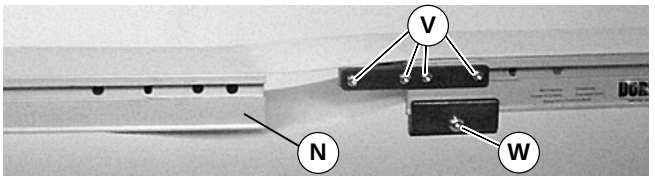

Abbildung 6
5. Den Förderbandrahmen (N siehe Abbildung 6) in die Bandschlaufe plazieren.